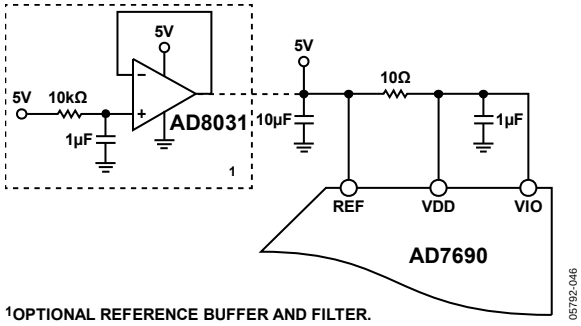

Figure 33. Example of Application Circuit
For simplified applications, the AD7690, with its low operating current, can be supplied directly using the reference circuit shown in Figure 33. The reference line can be driven by
- A reference buffer, such as the AD8031, which can also filter the system power supply, as shown in Figure 33.